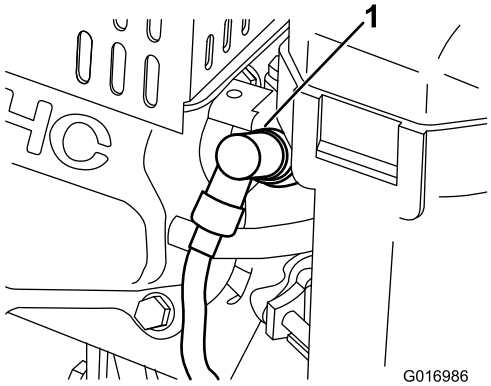

Figur 27
1. Tag den støbte tændrørsledning af tændrøret (Figur 27).